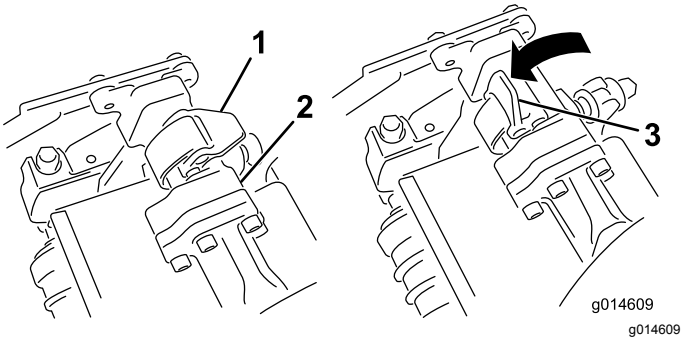
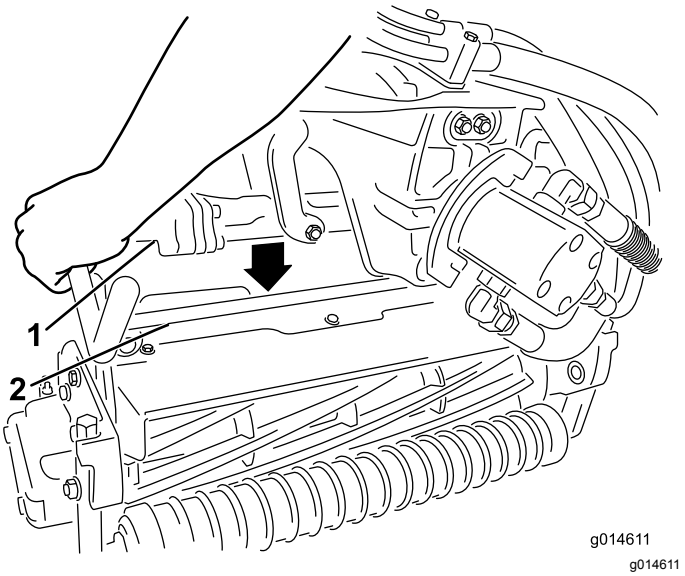

Figur 44
Figur 45
3. Mens låsehåndtagene på affjedringsarmen peger opad (dvs. er åbne) (Figur 44), skal du skubbe affjedringsarmen ned, så stangen kan sættes over tværstangen på klippeenheden øverst oppe (Figur 45).
4. Luk låsehåndtagene ned og omkring klippeenhedens stang, og lås dem på plads (Figur 44).
4. Åbn låsehåndtagene på affjedringsarmens stang på klippeenheden, som du fjerner (Figur 44).